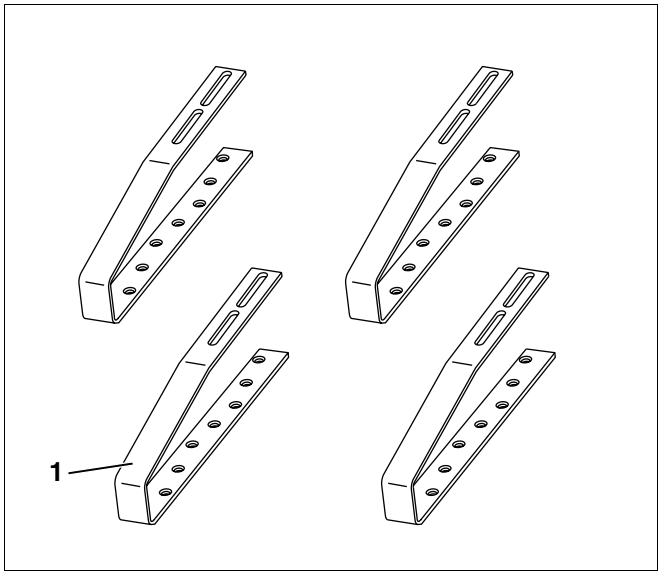

Afb. 8 Bijkomende montageset specifieke dakhaken - toebehoren
4.2.7 Bijkomende montageset specifieke dakhaken (voor beverstaartpannen; toebehoren; per collector) – afb. 8